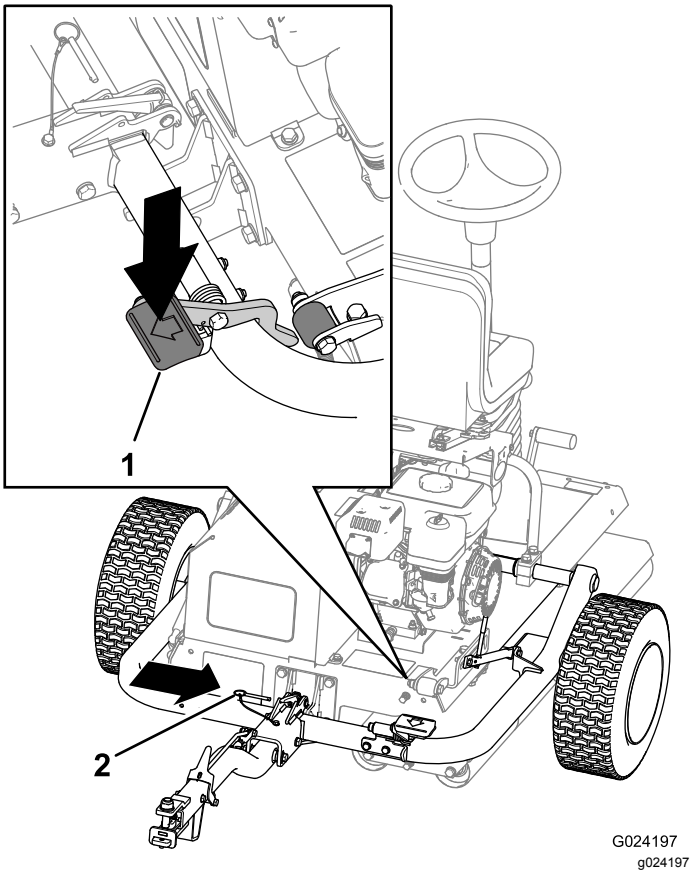

Figur 26
C. Træd på bugsertrækpedalen, indtil bugsertrækket låser på plads (Figur 26).
D. Før låsepinden ind (Figur 26).